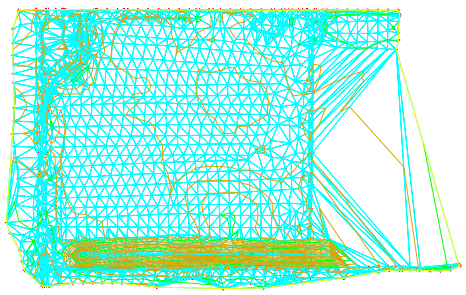

Figure 3-60 *The TIN surface with the surface points*
6. Choose the **OK** button to close the **Surface Properties - EG Surface** dialog box. Figures 3-60 and 3-61 show the TIN surface with the surface points and the point style selected, respectively. Note that the surface points are represented by the symbol that was selected for the point display in the surface style.